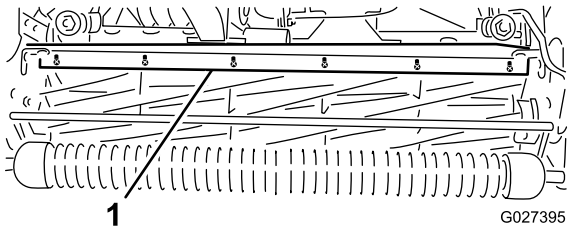

Figur 53
1. Lossa de skruvar som håller fast den övre stången (Figur 53) på klippenheten.